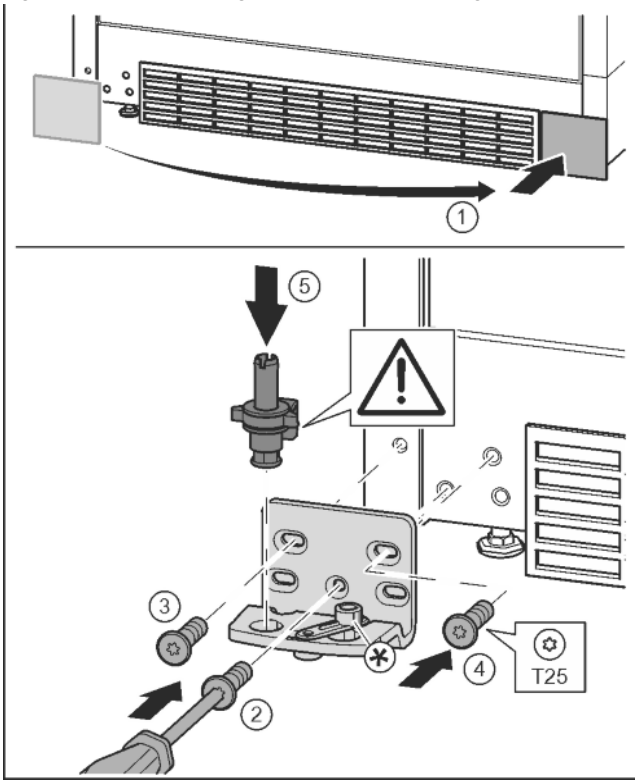

*Fig. 18*
- ▶ Remove the cover and fix it on the other side. *Fig. 18 (1)*
- ▶ Place the bearing bracket on the other side and screw in with the aid of a T25 screwdriver. Start with screw 2 at the bottom in the middle. *Fig. 18 (2)*
- ▶ Screw in screws 3 and 4. *Fig. 18 (3, 4)*
- ▶ Insert the bearing pin completely. Make sure that the catch mechanism is pointing to the rear. *Fig. 18 (5)*